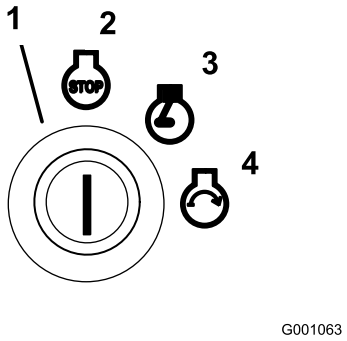

Figuur 12
6. Draai het contactsleuteltje naar rechts op Lopen (Figuur 12).
9. Draai het contactsleuteltje op Start en het indicatielampje van de gloeibougies gaat weer branden. Laat het sleuteltje los zodra de motor aanslaat (Figuur 12).
2. Draai het contactsleuteltje naar rechts op Lopen (Figuur 12).
4. Draai het contactsleuteltje op Uit (Figuur 12). Zet de motor af en wacht totdat alle bewegende onderdelen tot stilstand zijn gekomen alvorens de bedieningspositie te verlaten.